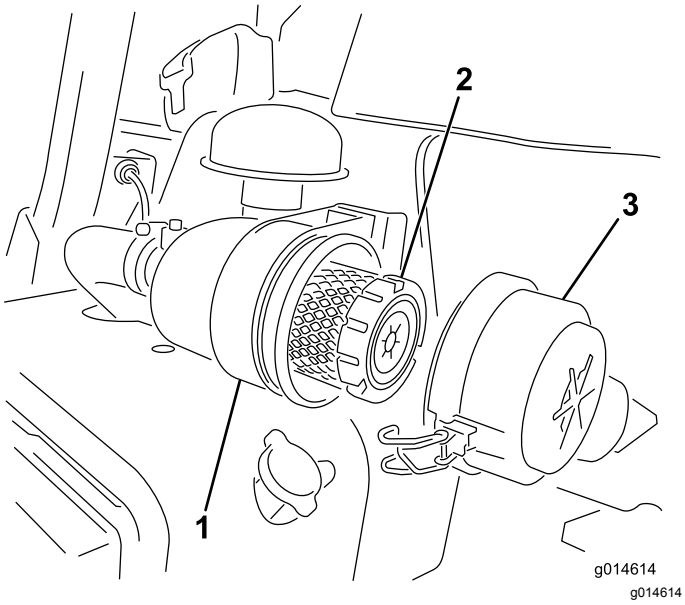

Figuur 27
1. Maak de sluitingen los waarmee het deksel van het luchtfilter is bevestigd aan het luchtfilterhuis (Figuur 27).
7. Maak de sluitingen vast (Figuur 27).